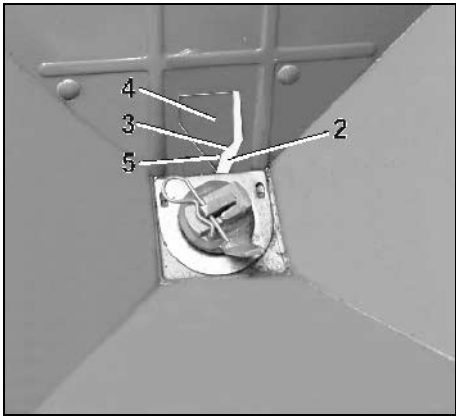

Rys. 58
- Przy otworze uwolnionym w pozycji "11" zasuwy (Rys. 58/2) krawędź (Rys. 58/3) zasuwy (Rys. 58/4) musi dokładnie przecinać dolny róg (Rys. 58/5) otworu wylotowego.